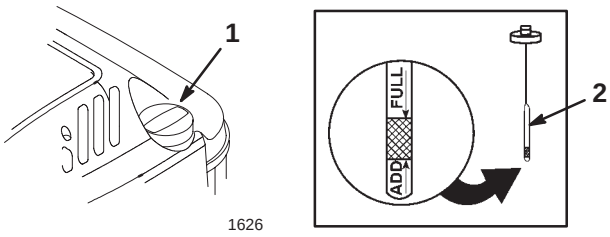

Bild 5
Stellen Sie vor jedem Einsatz sicher, dass der Ölstand zwischen den Marken *Add [Nachfüllen]* und *Full [Voll]* am Peilstab steht (Bild 5).
2. Reinigen Sie den Bereich um den Peilstab (Bild 5).
6. Lesen Sie den Ölstand am Peilstab ab (Bild 5).